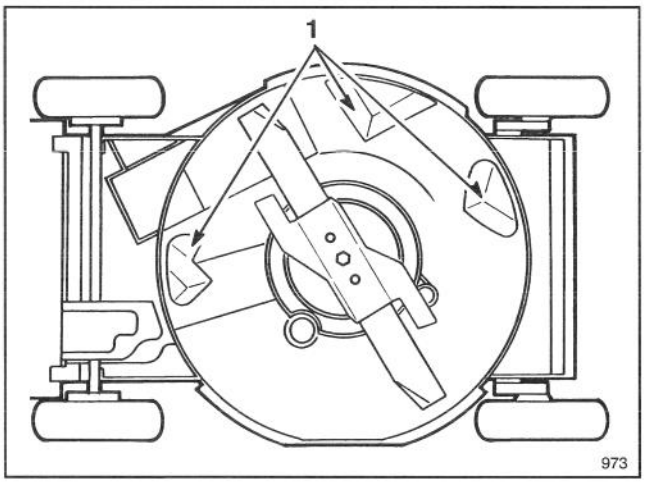

Figure 29
Keep underside of mower housing clean. Be especially careful to keep kickers on underside of mower housing free of debris (Fig. 29).
6. Tip mower on its left side (Fig. 29). Avoid rotating blade because starting problems may result.